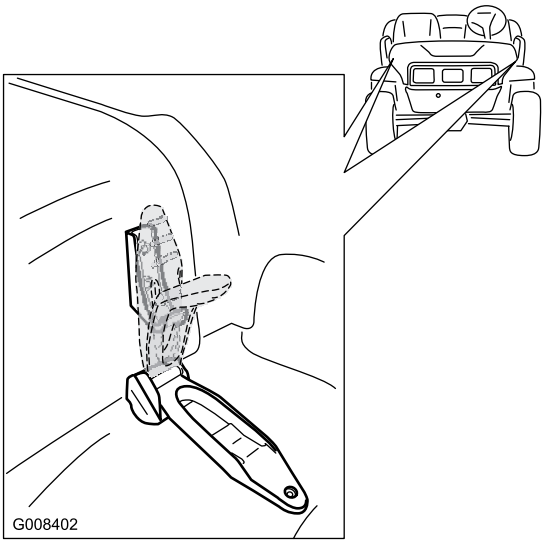

Figura 25
1. Per aprire il cofano, sganciate i relativi fermi su ambo i lati del cofano stesso (Figura 25).